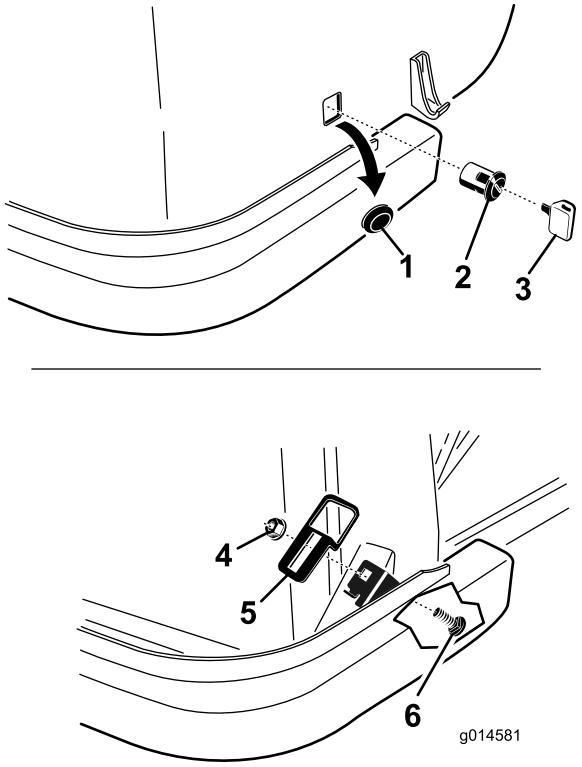

図 2
2. フードの右側についている打ち抜きプラグを打ち抜いて外す。外したプラグは廃棄する（図 2）。
6. フレーム部材の右側についている四角い穴を探し出す。タブにラッチ・プレートを取り付ける；キャリッジねじとフランジ・ナットを取り付ける。ラッチ・プレートは 図 2 の位置に取り付ける。